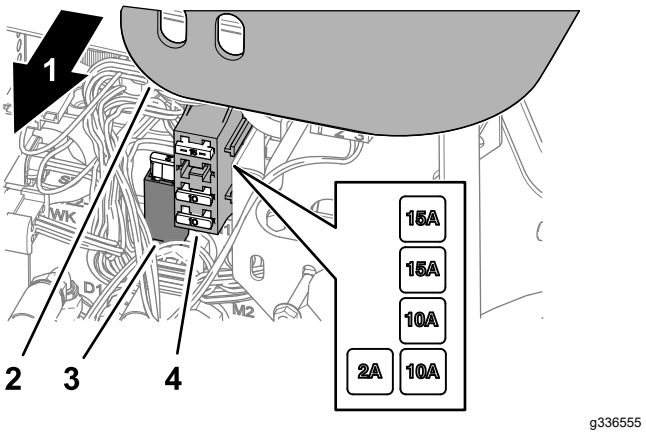

Rysunek 78
1. Zdejmij pokrywę z ramienia sterowania (Rysunek 78).
2. Zlokalizuj przepalony bezpiecznik w uchwycie bezpiecznika lub bloku bezpieczników (Rysunek 78).
4. Zamontuj pokrywę na ramieniu sterowania (Rysunek 78).